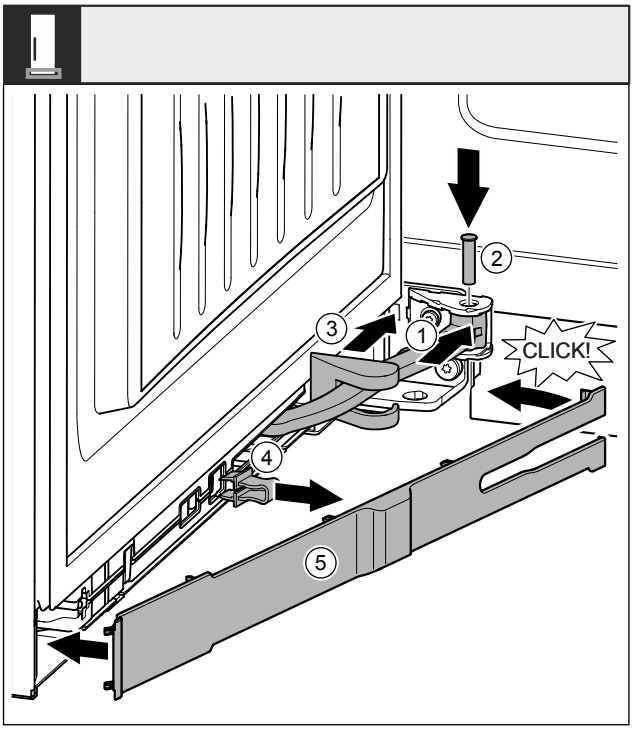

Fig. 54
▶ 将铰链 *Fig. 54 (1)*旋转至悬挂装置。
▶ 用螺丝刀将螺栓 *Fig. 54 (2)*插入悬挂装置和铰链。同时注意止动凸轮需正确地位于凹槽中。
▶ 沿着铰链推动托架盖 *Fig. 54 (3)*，并将其安装到悬挂装置上。
▶ 取下保险装置 *Fig. 54 (4)*。
▶ 将隔板 *Fig. 54 (5)*放上并转入把手侧。